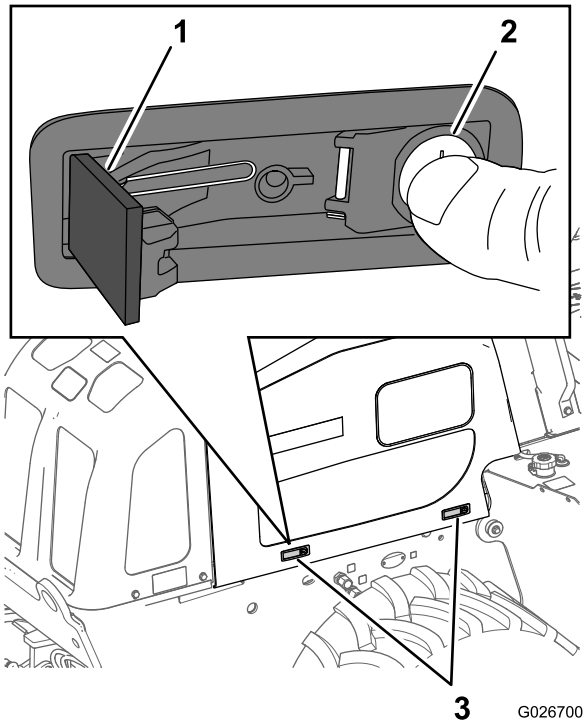

Рисунок 59
3. Нажмите на кнопочную часть каждой защелки, ту часть, где расположен цилиндр замка (Рисунок 59).
4. Установите защелку, нажав на рычаг защелки (Рисунок 59).